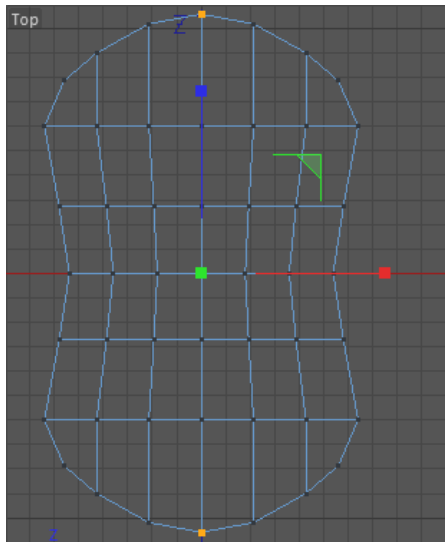

Figure 3-23 *Scaling the selected points of Computer mouse*
15. Scale the selected points along the Z-axis in the Top viewport, as shown in Figure 3-23.